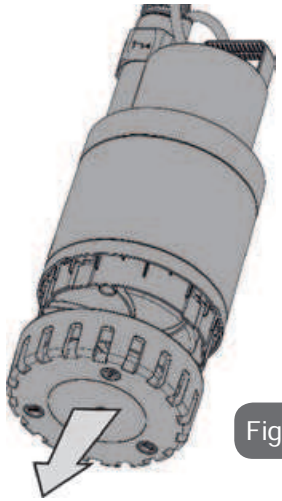

Figure 11
- Remove the suction grid (Fig.11)
• Remove the bottom (Fig.11).